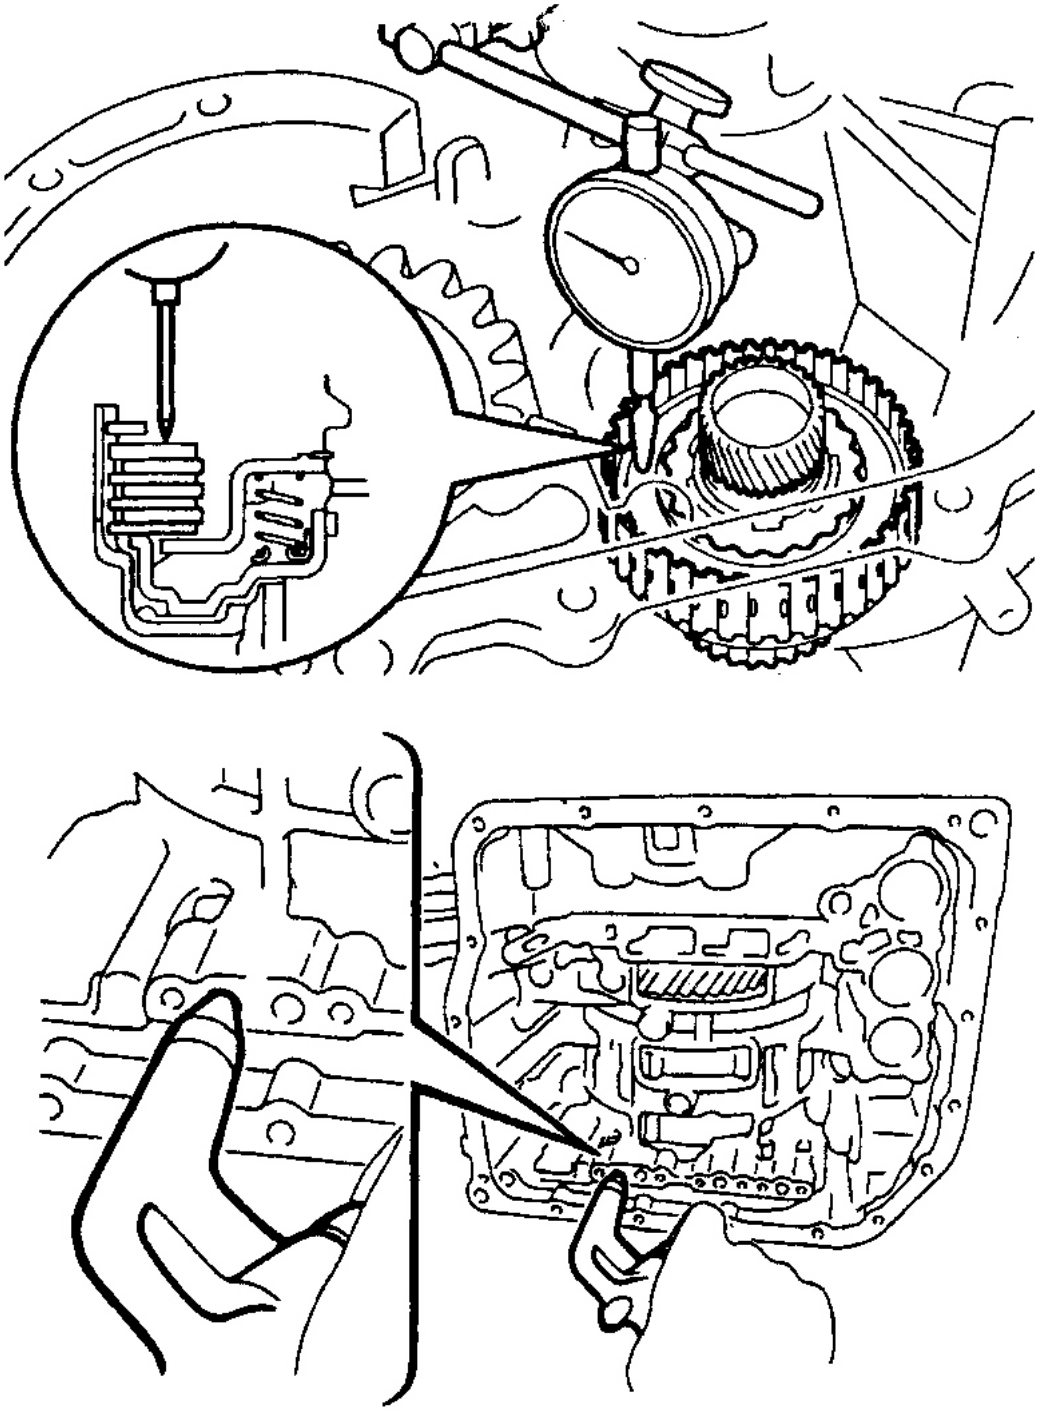

Fig. 44: Measuring Underdrive Clutch Piston Stroke
1. Prior to disassembly, check piston stroke of underdrive clutch. Install underdrive clutch into transaxle case. DO NOT damage oil seal rings. Install dial indicator onto underdrive clutch flange. Apply and release 57 psi (4 kg/cm_2) of compressed air to transaxle case. See **Fig. 44**.
4. Install underdrive clutch into transaxle case. DO NOT damage oil seal rings. While holding underdrive clutch piston, apply 57 psi (4 kg/cm_2) of compressed air to transaxle case to remove underdrive clutch piston. See **Fig. 44**. Remove "O" ring from underdrive clutch drum.
4. Check underdrive clutch piston stroke. Install underdrive clutch into transaxle case. DO NOT damage oil seal rings. Install dial indicator onto underdrive clutch flange. Apply and release 57 psi (4 kg/cm_2) of compressed air to transaxle case. See **Fig. 44**.